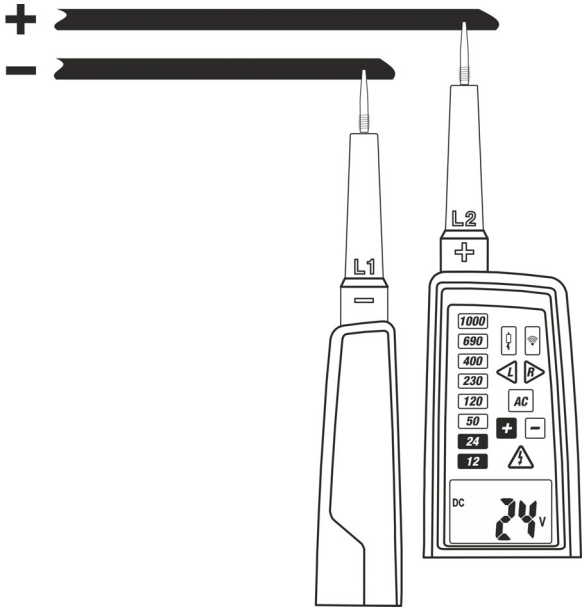

Fig. 4: Medida de Tensión CC
2. Conecte las puntas **L1** y **L2** a la fuente en pruebas (ver la Fig. 4). La medida se realiza **sólo con contacto de las puntas sobre la parte metálica de los conductores**
4. Si el LED “-” se enciende significa que la tensión medida tiene polaridad opuesta a la de la conexión mostrada en la Fig. 4